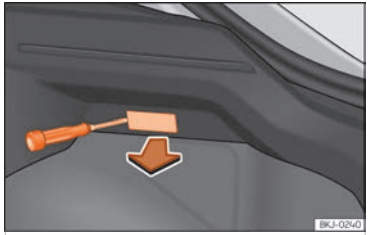

Fig. 169 Llum del maleter.
- Traieu la tulipa fent pressió sobre la vora de la part interior amb la part plana d'un tornavís ››› fig. 169.